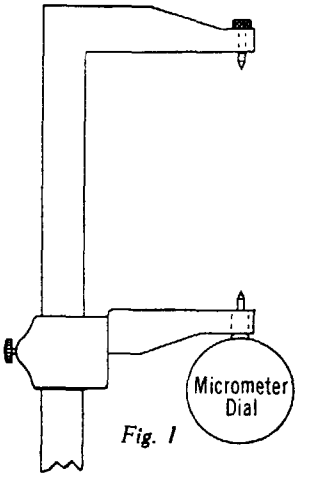

Fig. 1
The initial bolt stress can be applied by either of two methods: (1) By pulling up the well-lubricated* bolt-studs with the proper torque, or (2) by pulling up the bolt-studs to produce the elongation necessary for the desired bolt stress. When the second method is used the total desired elongation of the bolt-stud should be ascertained by multiplying the value given in the table for elongation in inches per inch by the effective length (distance from center of one nut to center of the other). Figures 1 and 2, respectively, show the design of an instrument which can be used in measuring bolt-stud elongation and the preparation of the ends of a bolt-stud for accurate measurement.